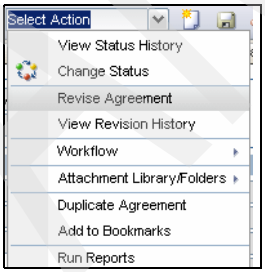

Figure 12-10 Revise Agreement
3. Select **Action** → **Revise Agreement**, as shown in Figure 12-10.